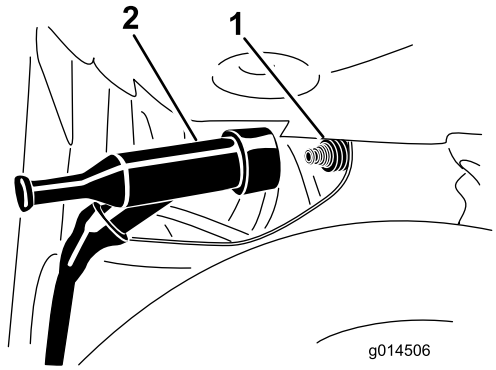

Figura 18
2. Retire el cable de bujía (Figura 18).